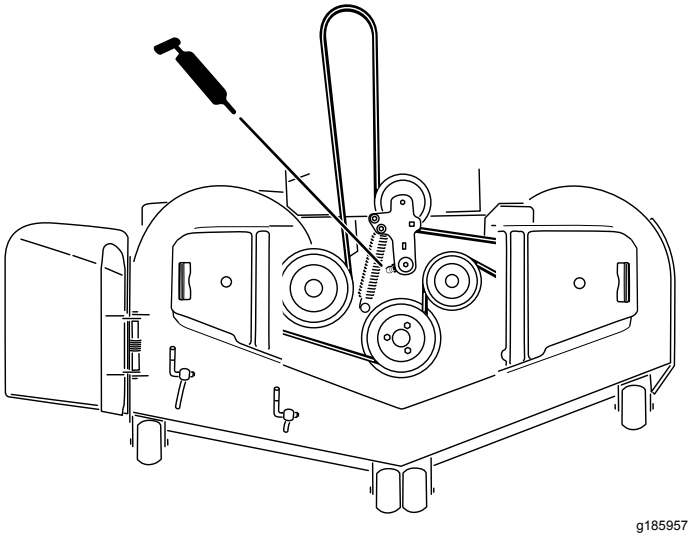

Figur 48
5. Smør klippeenhetens lederulltapper til det kommer ut smørefett fra undersiden (Figur 48).
6. Smør lederullarmen for drivremmen (Figur 48).